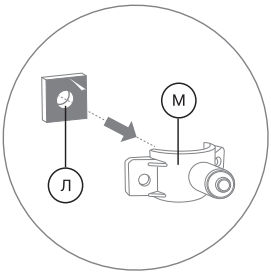

Рис. 15
2. Снимите с уплотнительной прокладки (Л) защитную пленку. Приклейте прокладку с внутренней стороны хомута (М), одновременно совмещая отверстие в прокладке с выходным отверстием в хомуте (рис. 15).